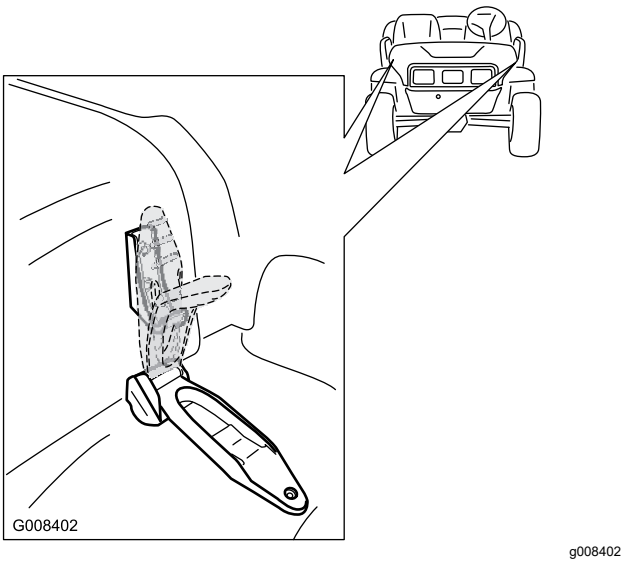

Figur 25
1. Løft opp håndtaket på gummilåsene på hver side av panseret (Figur 25).
2. Monter panseret ved å innrette gummilåsene på låsefestene på hver side av panseret (Figur 25).